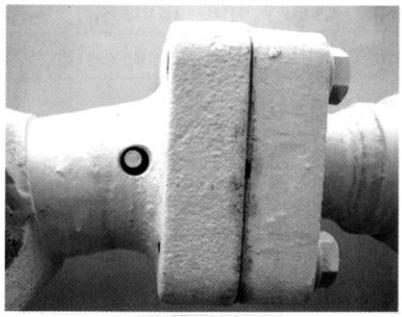

Рис. 4-5.
7) Шарнирное соединение раскоса (прямой перекашиваемый отвал) (Рис. 4-5~6).